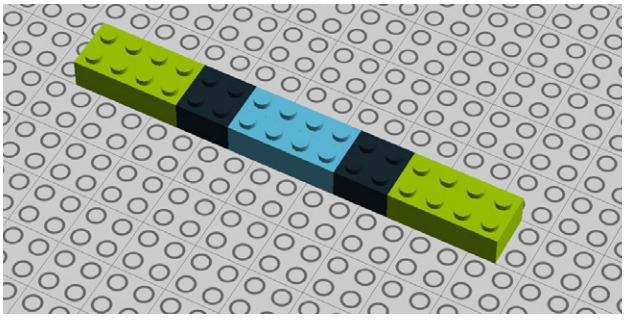

Figure 9-7. *Step 2: Attaching two 2x4 bricks*
2. Add two more 2x4 bricks, per Figure 9-7. Note that these aren't actually connected to each other, just sitting side-by-side.